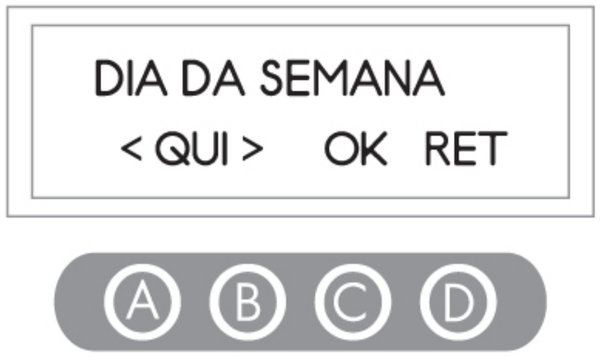

figura 50
5) Proceda ao ajuste do **dia da semana** pressionando as teclas A ou B e confirme pressionando a tecla C, conforme figura 50